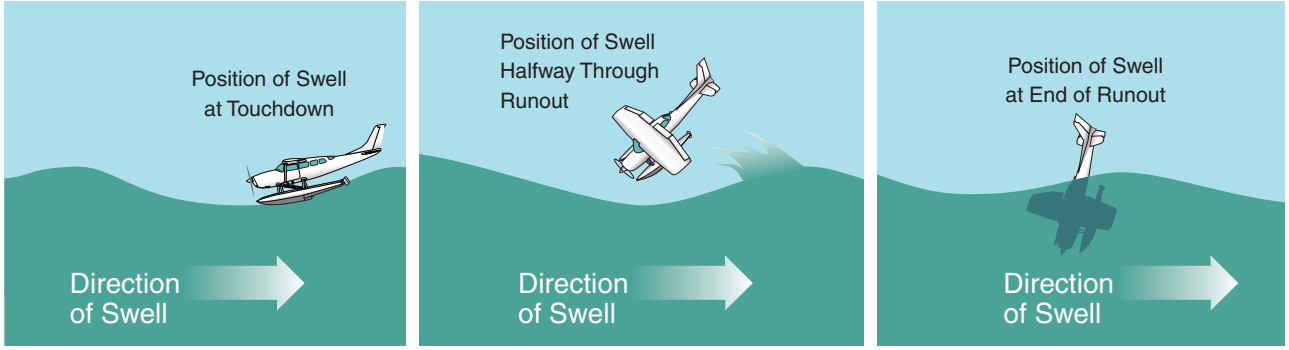

**Figure 8-6. Landing against the swell shortens the apparent distance between crests, and could lead to trouble.**
**Landing into the Swell**—During the 5 seconds of runout, the oncoming swell moves toward the seaplane a distance of about 250 feet, thereby shortening the effective swell length to about 250 feet. Since the seaplane takes 890 feet to come to rest, it would meet the oncoming swell less than halfway through its runout and it would probably be thrown into the air, out of control. Avoid this landing heading if at all possible. [Figure 8-6]